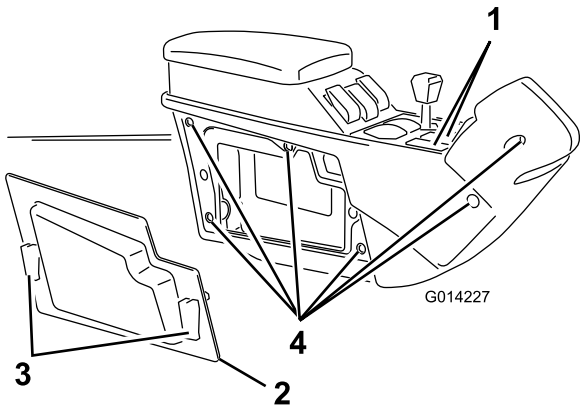

图27
1. 在中央控制台组件上拆下 2 个泡沫标记组件开关孔塞（图27）。
2. 松开 2 个快速闩锁并拆下中央控制台组件的右侧板（图27）。
3. 拆下用于固定中央控制台组件右侧盖的 6 个螺栓（图27）。